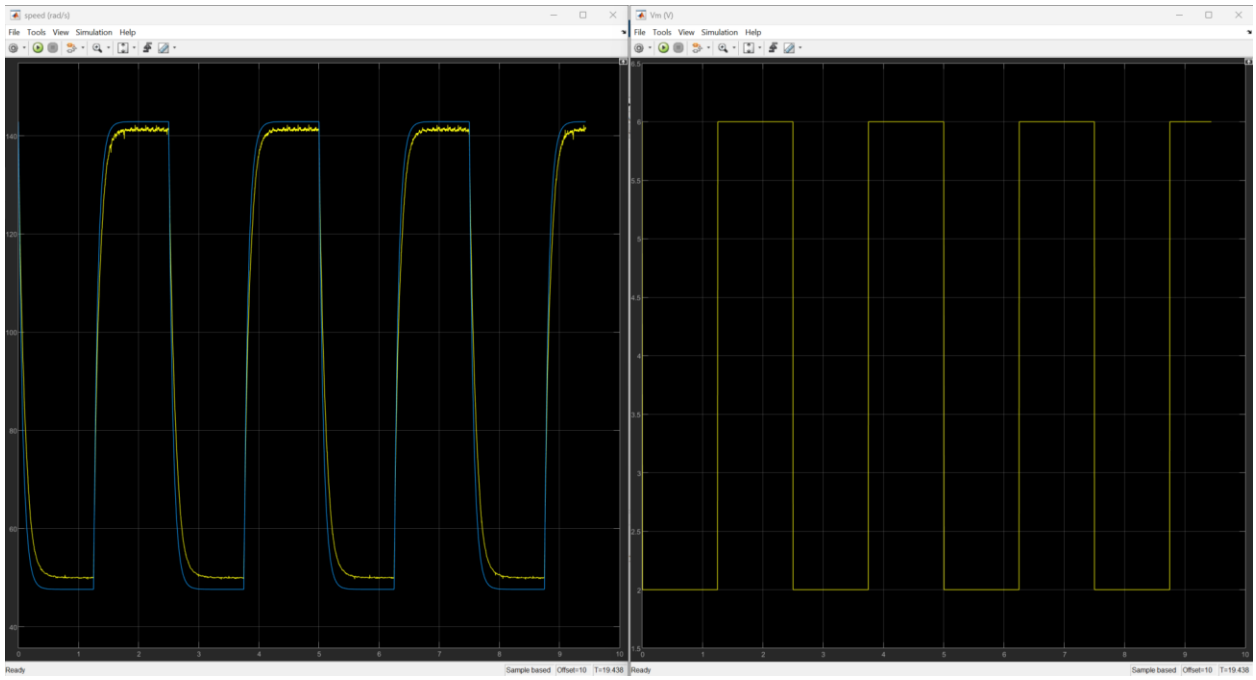

Figure 3: Speed scope of the Qube-Servo 3 Physical Vs. Model
8. Build and run the QUARC controller using the `Monitor & Tune` button on the `Hardware` or `QUARC` tab. The speed (rad/s) scope response should be similar to Figure 3. Take a screenshot of the scope.